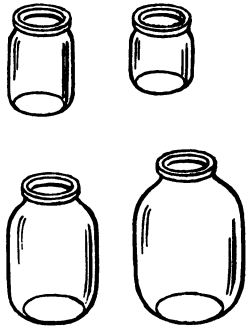

Рис. 179
2) Стеклянные банки различной емкости имеют горловины одинаковых размеров (рис. 179). Хорошо это или плохо?